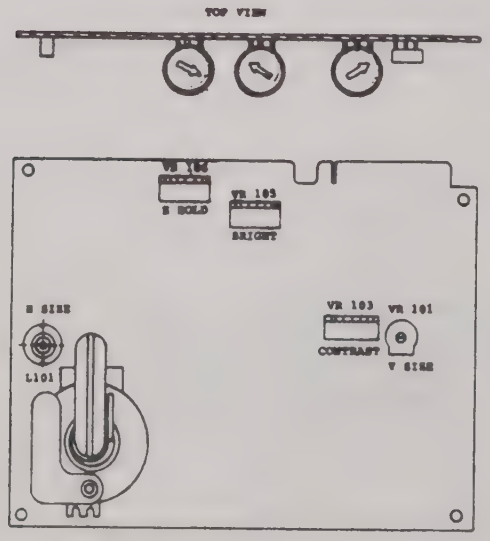

Figure 3-3. Data Display Board Adjustment Points
3. Adjust VR106 HORIZONTAL RANGE/HOLD pot. (Figure 3-3) to lock in the picture. Adjust screen so the vertical dots that make up each character are straight. Ensure there are no problems with the characters displayed at the far left and right-hand side of the display. To do this, press the TIMING, F3 and EDIT keys and view the entire screen.